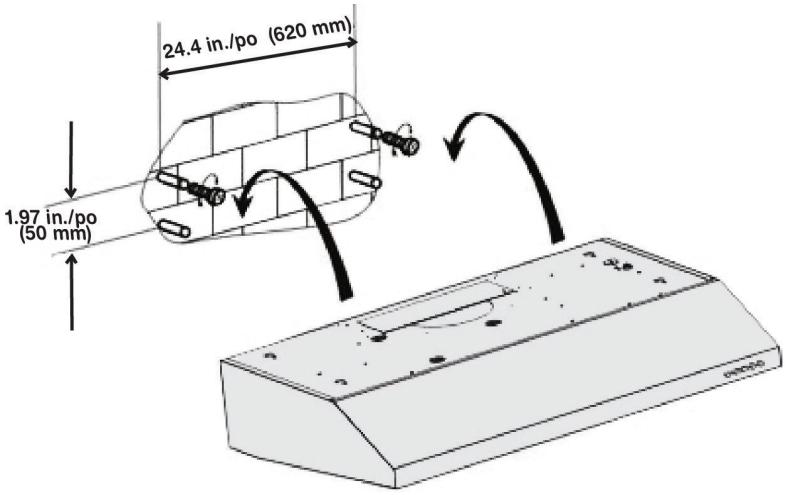

Figure 14
- Marquer la position de montage ou y percer quatre petits trous selon les dimensions indiquées dans les schémas ci-dessous. (Figure 14)